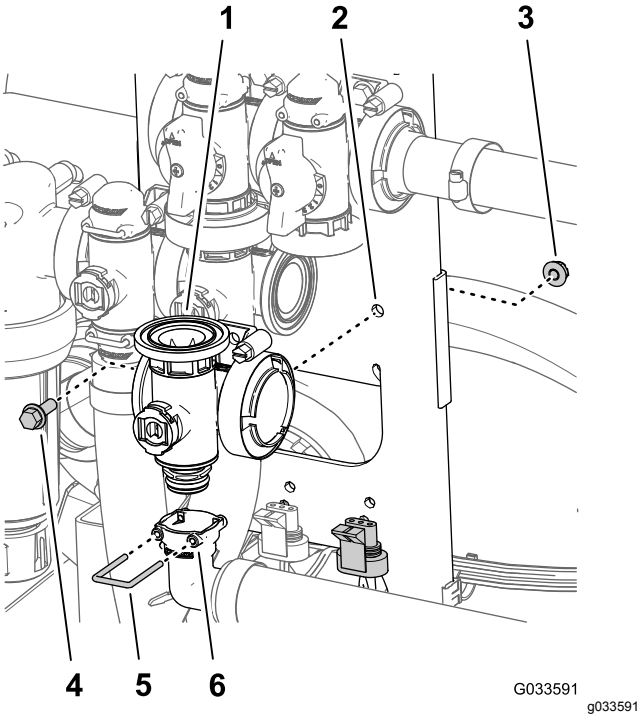

Figur 115
5. Innrett sokkelen til 90 graders uttaksnippelen på koblingsfestet nederst på manifolden for hovedbomventilen (Figur 115).
6. Fest koblingsfestet til uttaksnippelen ved å sette en holder i sokkelen på uttaksnippelen (Figur 115).